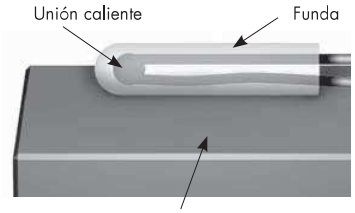

Fig. 14
- En los **termopares aislados** (fig. 14) la *funda* está en contacto con el objeto y la *unión caliente* permanece en su interior, convenientemente aislada. Son los más utilizados.